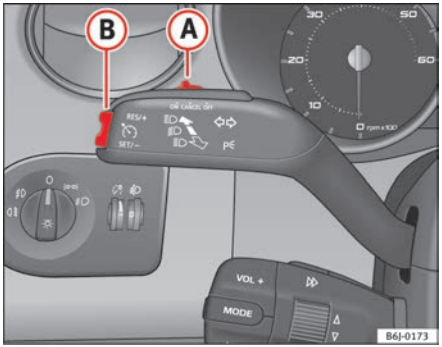

Fig. 106 Indicator and main beam headlight lever: switch and rocker switch for the cruise control
– Press the upper part **RES** of the rocker switch ⇒ fig. 106 (B) to increase the speed. The vehicle will continue to accelerate as long as you keep the rocker switch pressed. When you release the switch, the new speed is stored.
Control of the set speed is switched off if you reduce speed by depressing the brake pedal. Reactivate the control by pressing once on the upper part of the rocker switch **RES+** ⇒ page 144, fig. 106 (B).